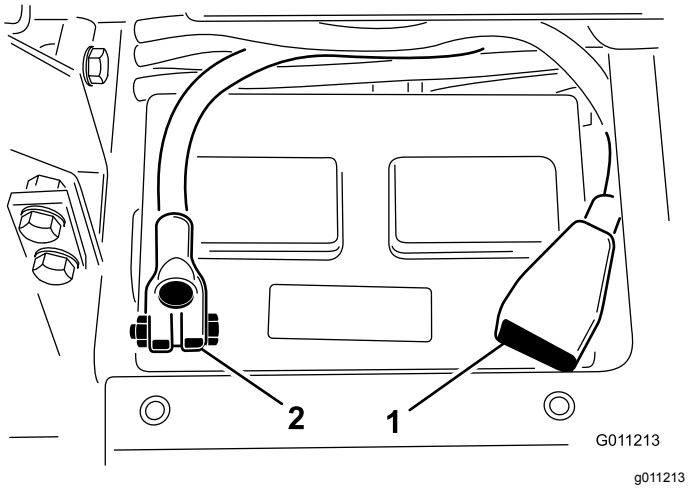

Figur 5
8. Koble den positive kabelen (rød) til den positive (+) polen og den negative kabelen (svart) til den negative (–) polen, og fest dem med skruer og mutre (Figur 5). Kontroller at den positive (+) klemmen er skjøvet helt ned på polen, og at kabelen er plassert tett inntil batteriet. Kabelen må ikke komme i berøring med batteridekslet.